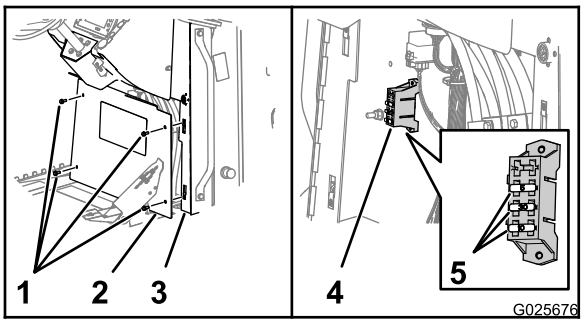

Figura 80
3. Retire los 4 pernos de cabeza hexagonal con arandela prensada (5/16 x 3/4 pulgada) que sujetan la tapa a la consola, y retire la tapa (Figura 80).
4. Localice el fusible fundido, y cámbielo por un fusible del mismo tipo y amperaje (Figura 80).
6. Alinee el taladro de la tapa con las tuercas de chapa de las pestañas de la consola (Figura 80).